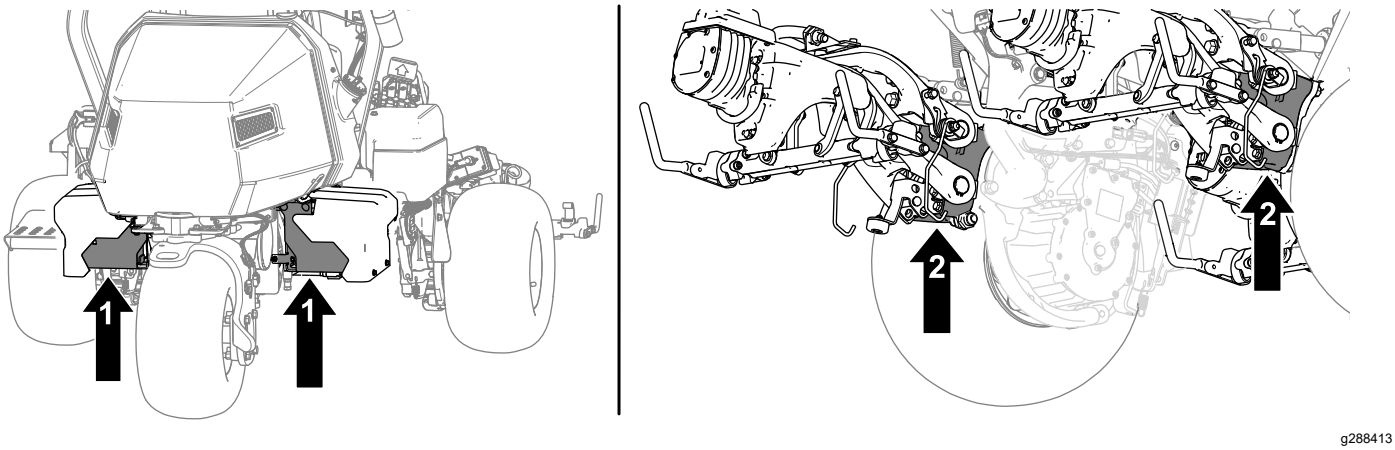

Figura 39
2. Después de elevar la máquina, utilice un gato fijo apropiado debajo de las zonas siguientes para apoyar la máquina (Figura 39):